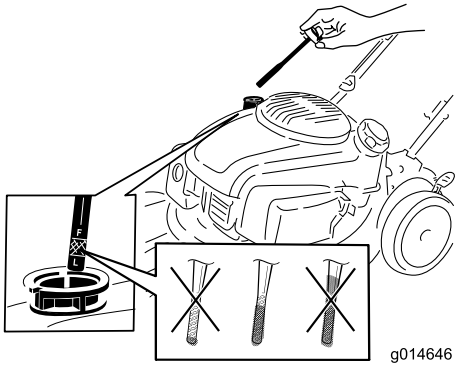

Figure 11
1. Retirez la jauge, essuyez-la sur un chiffon propre puis remettez-la dans le goulot de remplissage, **sans la visser** (Figure 11).
2. Ressortez la jauge et vérifiez le niveau d'huile (Figure 11). Si le niveau n'atteint pas le repère minimum (Add) sur la jauge, versez **lentement** une quantité d'huile suffisante dans le goulot de remplissage pour faire monter le niveau jusqu'au repère maximum (Full). **Ne remplissez pas excessivement.** (Remplissage max. : 0.65 L (22 oz), type : huile détergente 10W-30 ou SAE 30 de classe de service API SJ ou supérieure.)